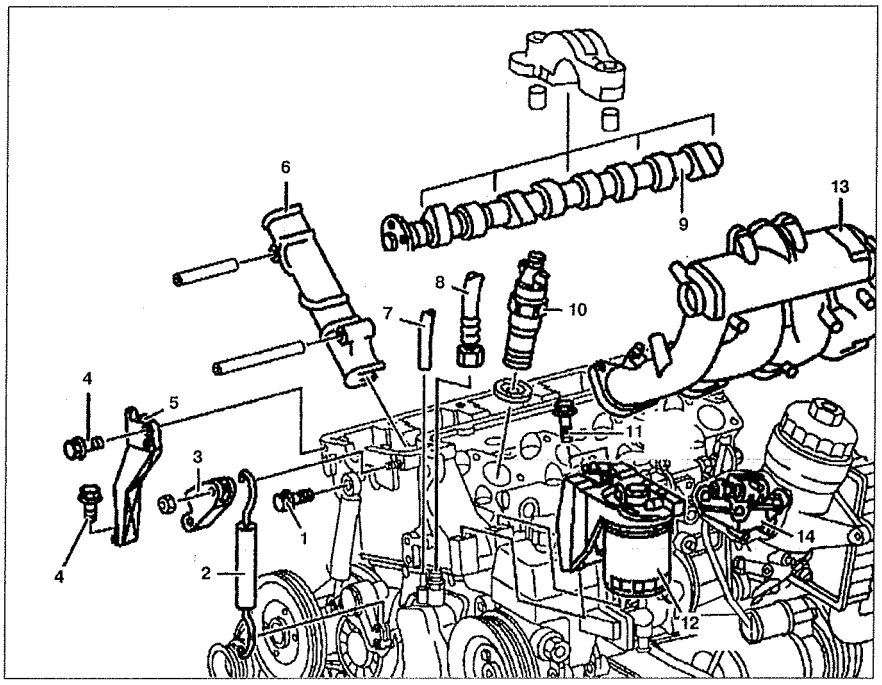

Рис. 4.15. Головка блока цилиндров:
3. Снимите впускной коллектор **13** (см.рис.4.15).